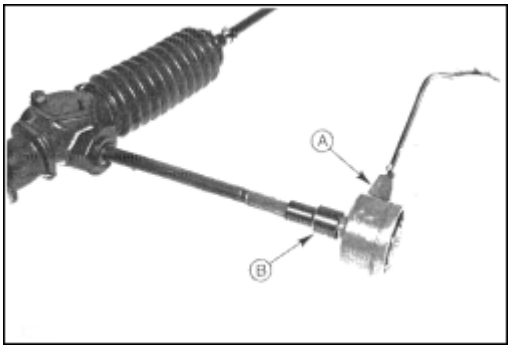

Abb.19 Ritzeldrehmoment messen
24. Das zum Drehen des Ritzels erforderliche Drehmoment messen, Abb.19. **Drehmomentlehre 15-041 und Spezialnuss 13-004 verwenden. Das vorgeschriebene Ritzeldrehmoment beträgt 1,1 bis 2,0 Nm (11,5 - 20,7 kpm). Liegt das gemessene Drehmoment außerhalb dieses Bereiches, so ist die Dicke der Ausgleichscheibenpakete zu prüfen bzw. das Lenkgetriebe auf fehlerhafte Teile zu kontrollieren.**